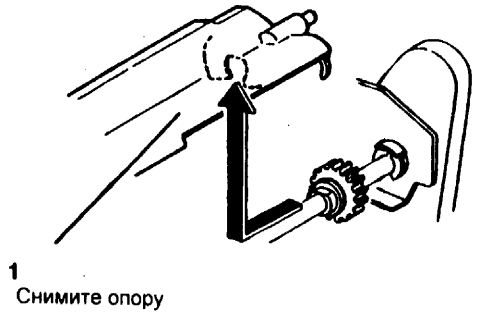

Рис. 2 Снятие опоры ролика подталкивателя
5. (Рис. 2) Снимите опору ролика подталкивателя